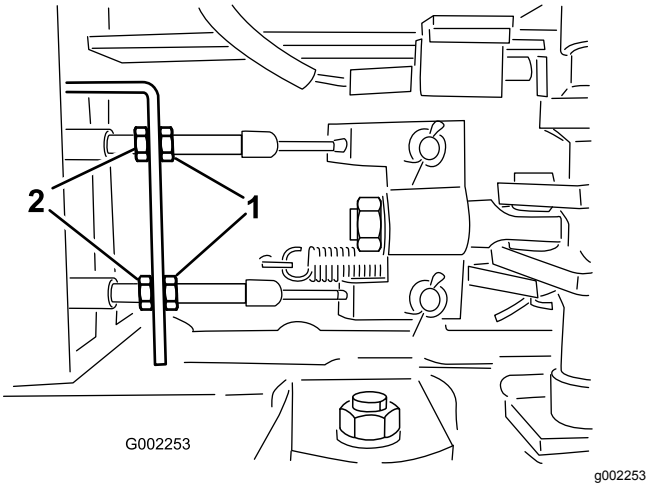

Figur 92
5. Lossa de främre kontramuttrarna på bromskablarna under grässprutans framdel (Figur 92).
6. Dra åt de bakre kontramuttrarna lika mycket tills bromspedalen rör sig 1–2 cm innan du känner något motstånd (Figur 92).